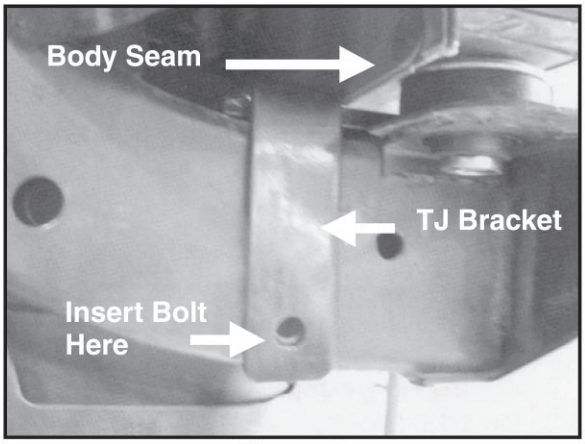

Figure 2
3. Use vise grips to bend body seam above the frame rail forward toward front of Jeep (Figure 2). This will allow clearance for Reinforcement Bracket. **NOTE:** If Jeep has a body lift this step is not required.
5. **TJ Wrangler:** Locate (1) 1/2"-20 x 1 1/4" Hex Head Bolt, (2) 1/2" Flat Washers, and (1) 1/2" Fender Flange Lock Nut. Insert Bolt with Flat Washer through hole in the bottom of frame. Go through hole in the side of frame and through Reinforcement Bracket. Secure Bolt with the rest of the hardware listed in this step (Figure 2). Do not tighten at this time. Repeat steps 2-5 for opposite side.